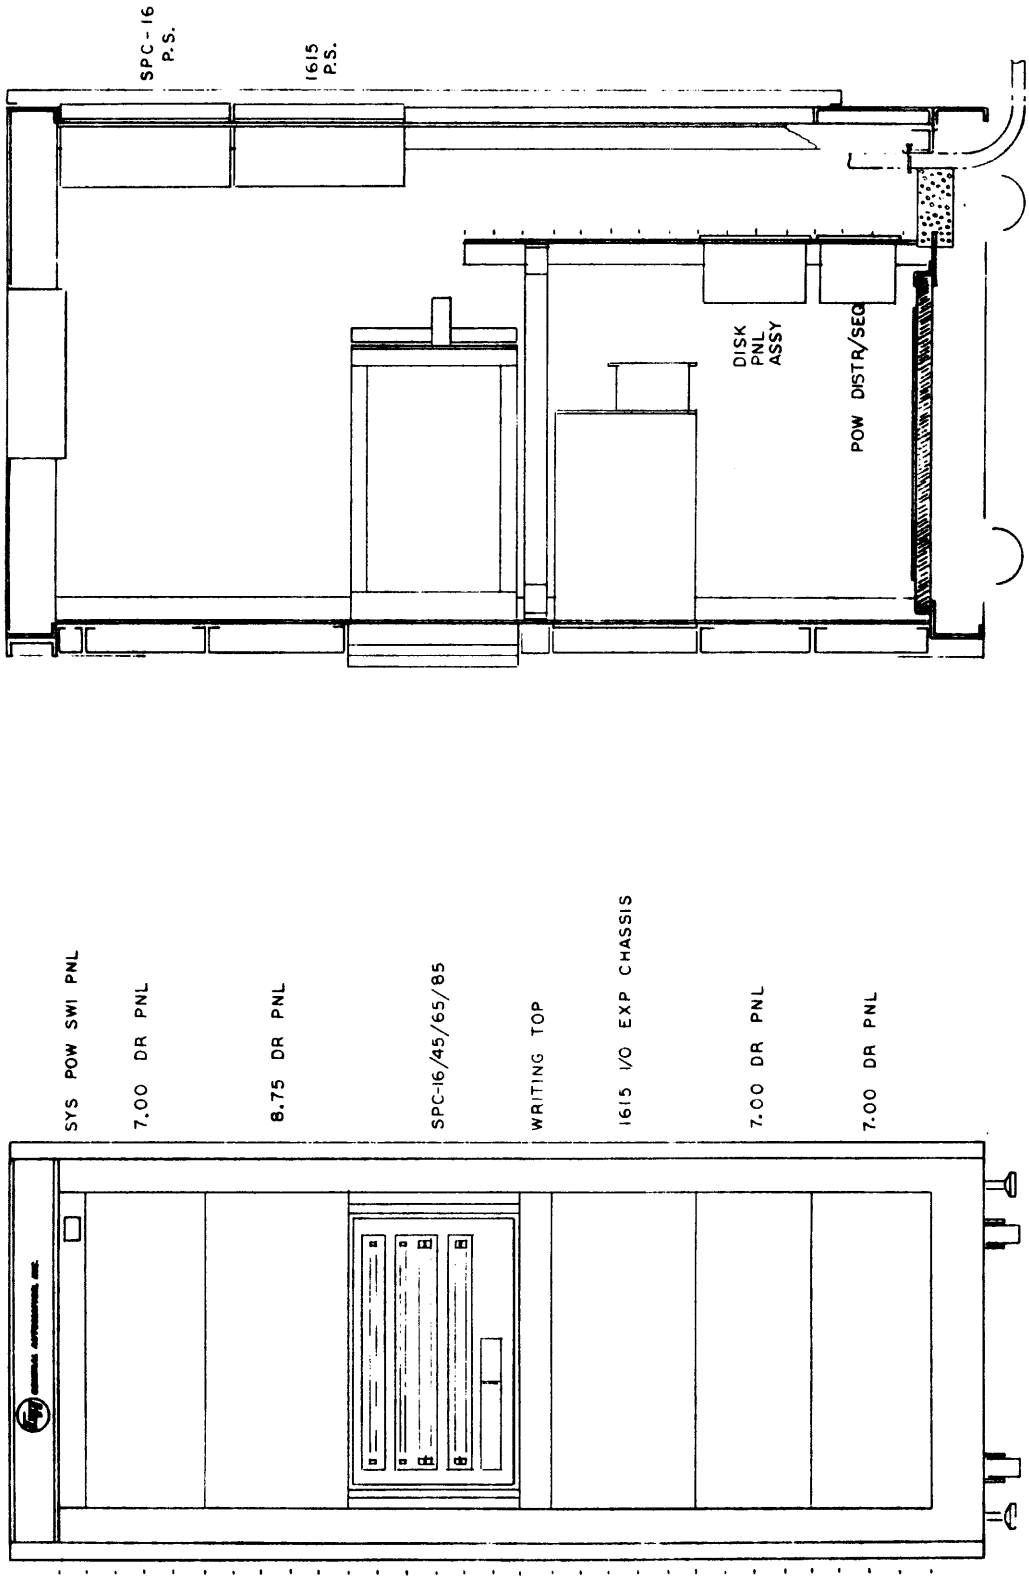

Figure 2-9. 1901 System Enclosure with SPC-16/45/65/85 and 1615 I/O Expansion Chassis
- Figure 2-9 shows an SPC-16/45/65/85 mounted with a 1615 I/O Expansion Chassis.